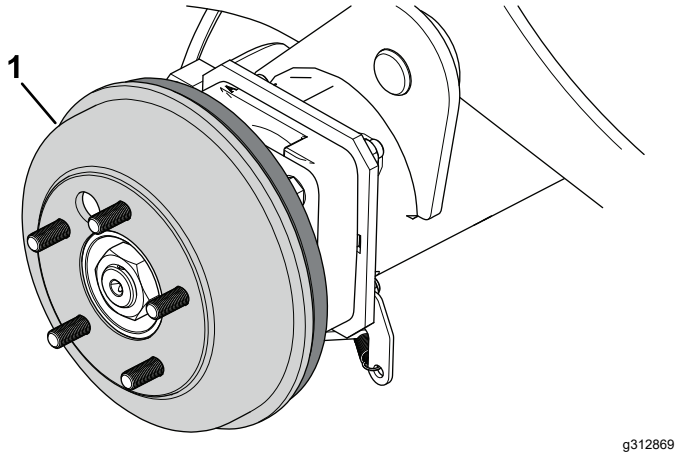

Figur 73
4. Ta bort bromstrummorna (Figur 73) för hand.